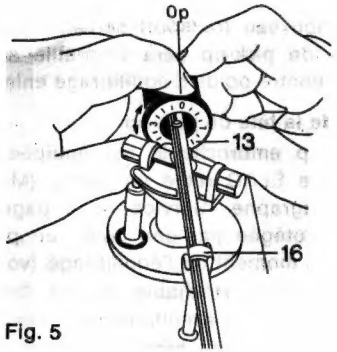

Fig. 5
1.5.3 Eichung (Fig. 5)
Verriegeln Sie den Tonarm wieder (Fig. 5—16) und — während Sie das Ausgleichsgewicht in der ausbalancierten Stellung festhalten — drehen Sie dessen vordere Skala (Fig. 5—13) so, daß die Null-Marke (0) oben steht.
1.5.3 Calibration (Fig. 5)
Lock the tone arm and — holding the rear of the counterbalance in the balanced position — turn the front collar (Fig. 5—13) so that the zero mark (0) of the tracking force adjustment dial is on top.
1.5.3 Calibrage (Fig. 5)
Verrouiller à nouveau le bras sur son support (Fig. 5—16) et — tout en maintenant le contre-poids dans la position d'équilibre — agir sur sa couronne graduée avant (Fig. 5—13) afin d'amener le «0» en position haute.